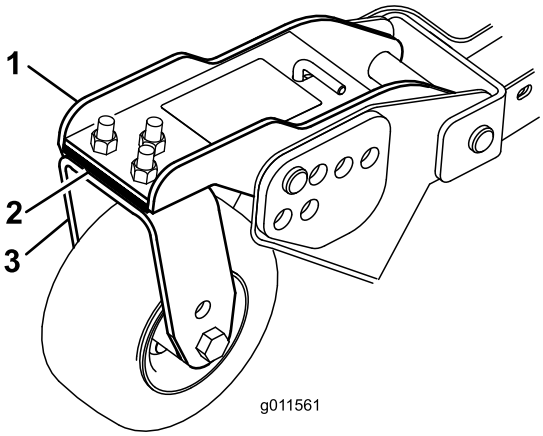

Figur 79
1. Ta bort de sexkantsskruvar och muttrar som håller fast svänghjulsarmen på hjulgaffeln (Figur 79).